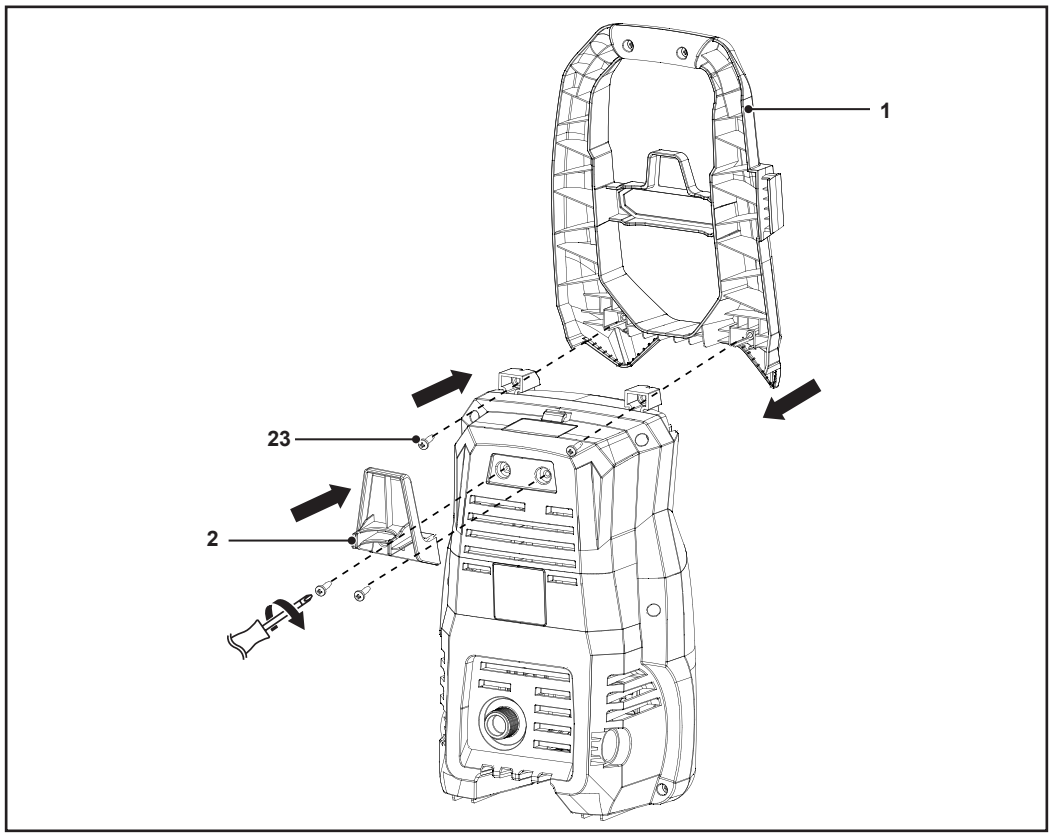

Fig. 1
1. Utilize 4 parafusos (23) para fixar a pega (1) e o gancho para cabo de alimentação (2) no aparelho (Fig. 1).